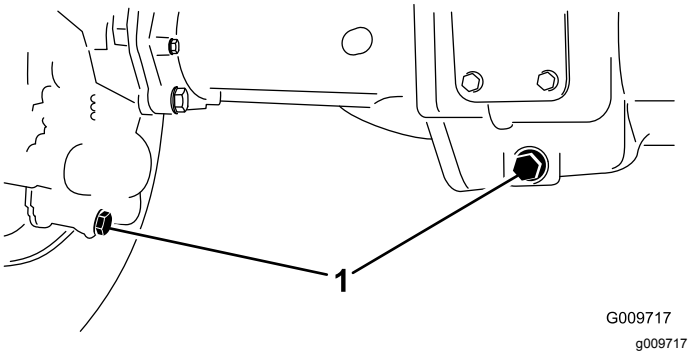

Figur 75
2. Gör rent runt de tre avtappningspluggarna, en på varje ände och en i mitten (Figur 75).